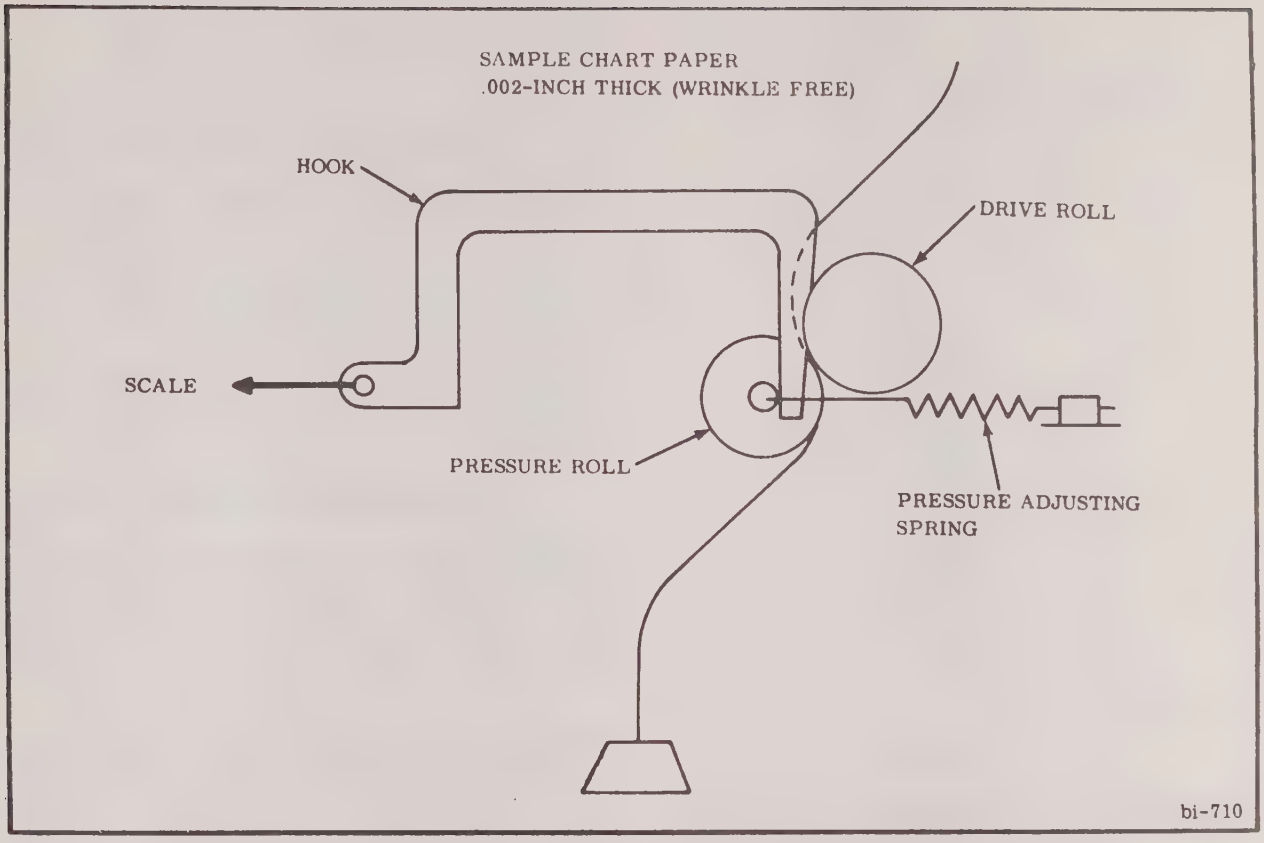

FIGURE 6-7 HORIZONTAL OSCILLOGRAPH PRESSURE ROLLER ADJUSTMENT
5. Hook scale around right end of pressure roller shaft and pull in direction shown in Figure 6-7.
8. If scale reading indicates adjustment is necessary, turn adjusting screw (Figure 6-7) until proper reading is obtained.